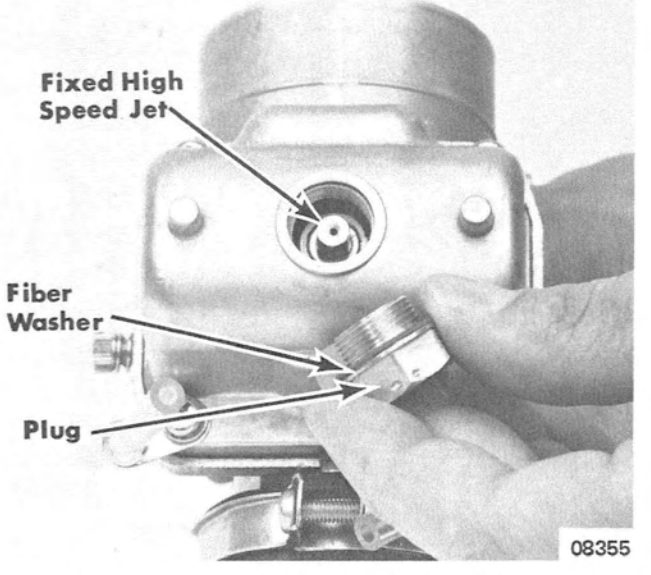

Figure 4. Carburetor Fixed High Speed Jet
1. Each carburetor is equipped with a replaceable fixed high speed jet. Fixed high speed jet is located in carburetor float bowl and is visible when plug and fiber washer are removed from float bowl. (Figure 4) Each jet is stamped with a number which indicates maximum amount of fuel flow that it can meter; i.e., No. 270 (stamped on jet) indicates that 270cc of fuel can be metered thru that jet in one (1) minute.